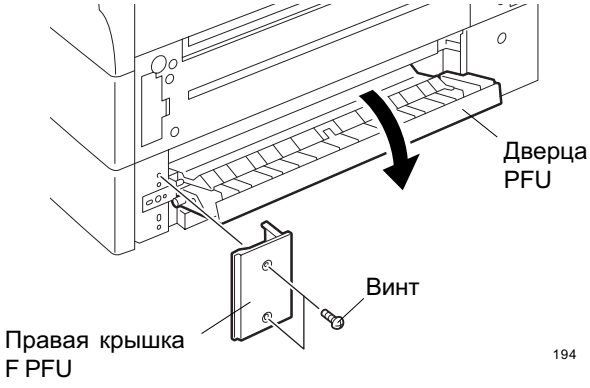

Fig. 6-2
1. Снимите правую крышку F PFU (см. Fig. 6-2)